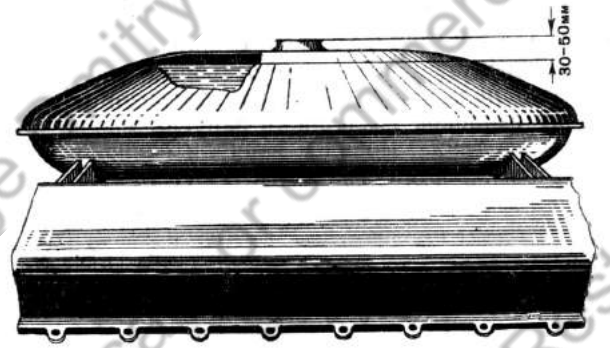

Рис. 259. Пробка-клапан расширительного бачка
1. Отвернуть пробку в крыше корпуса танка и пробку-клапан в расширительном бачке (рис. 259).